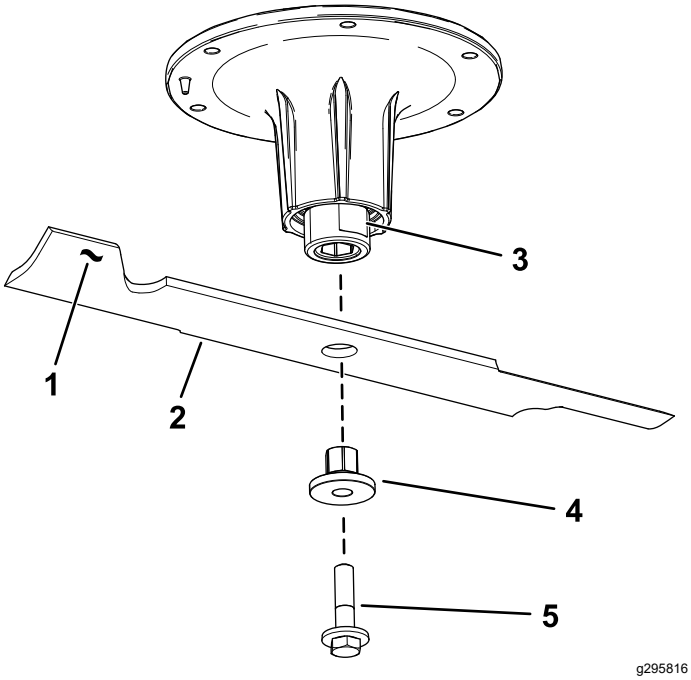

Figur 107
2. Ta bort knivskruven, bussningen och kniven från spindelaxeln (Figur 107).